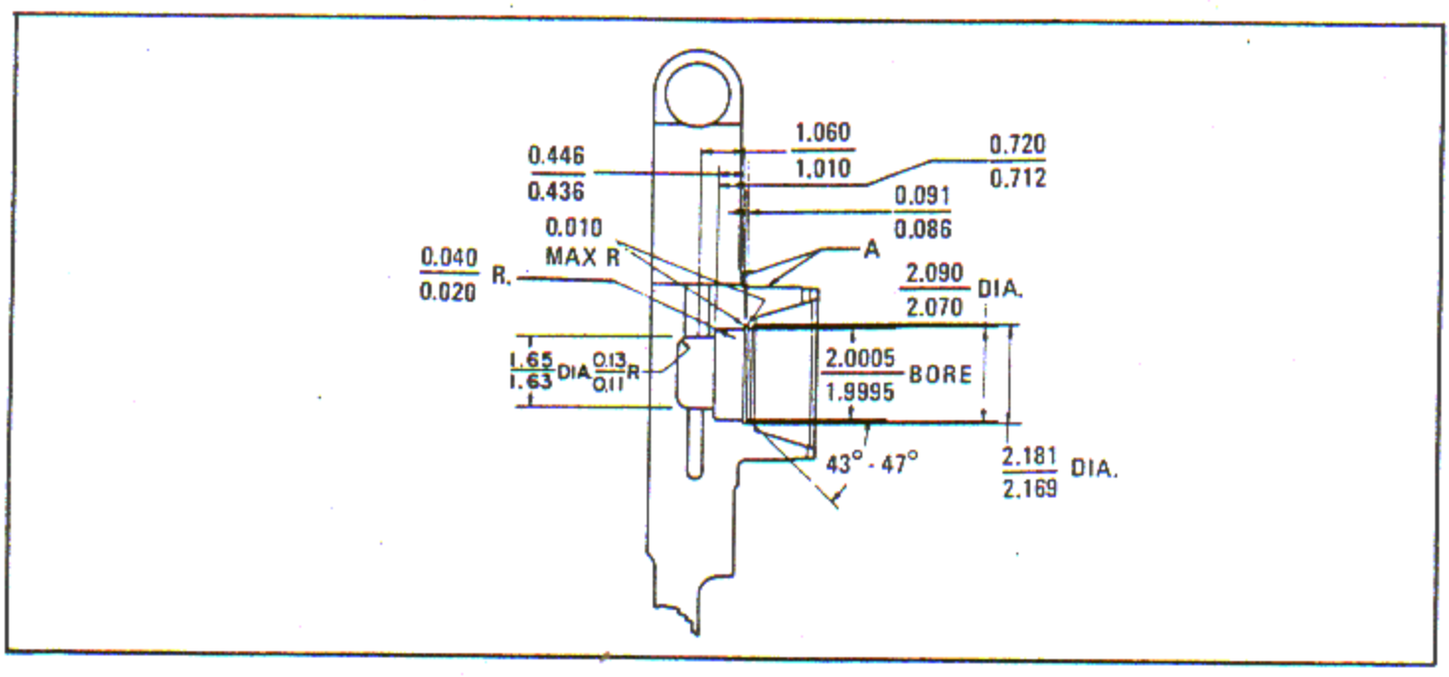

Figure 6-107. Remove ID Splines and Cut Retaining Ring Groove
a. Assemble a suitable faceplate on a lathe and indicate the surface to run dead true. See figure 6-107.